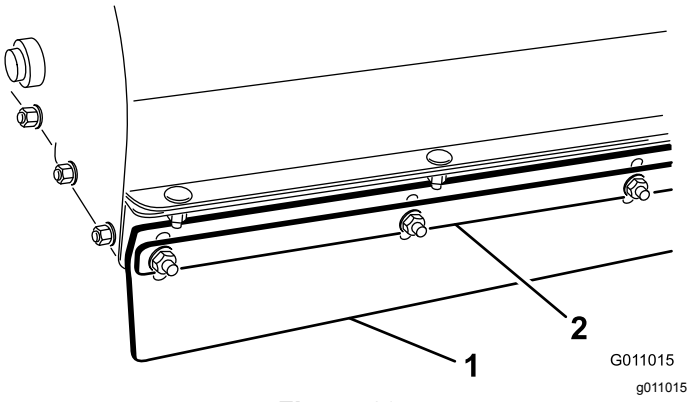

Figuur 23
1. Draai de moeren los waarmee de metalen band en de voorflap zijn bevestigd aan de behuizing van de borstel (Figuur 23).